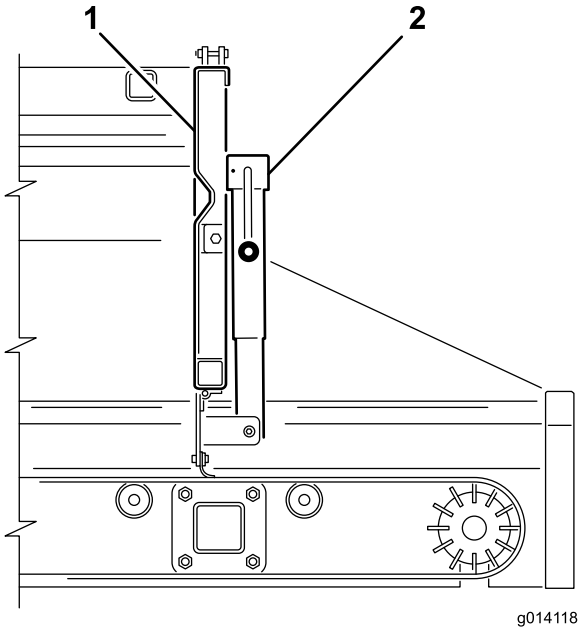
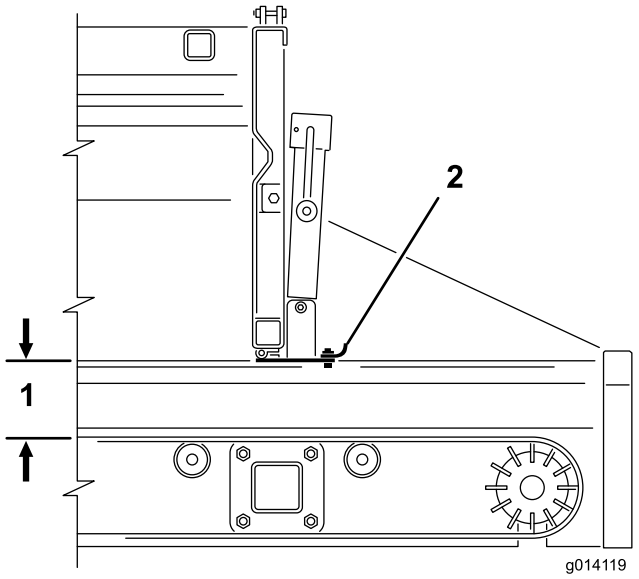

Figur 27
Figur 28
2. Brug donkraftens håndtag til at åbne eller lukke den indstillelige del af bagsmækken (Figur 27 og Figur 28). Dette begrænser materialets udflydning ved brug af udstyr.